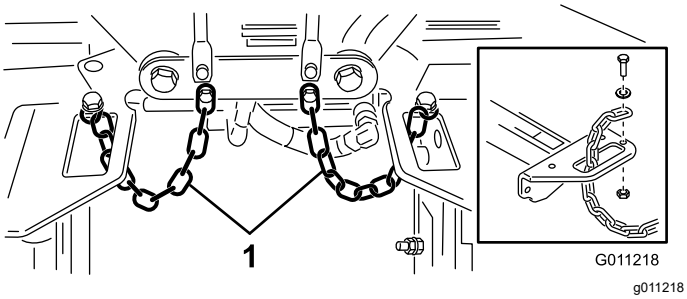

**Figur 23**
4. Dra en tippkedja upp genom skåran i änden på varje bärram. Fäst tippkedjan på bärramens ovansida med en bult, bricka och låsmutter (Figur 23).